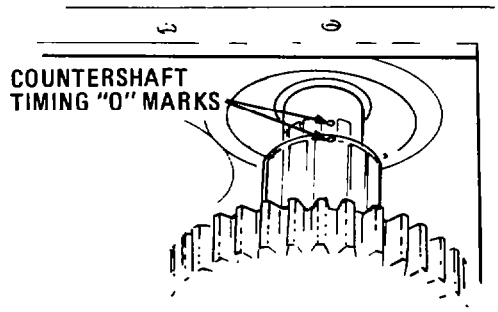

Fig. 205 — Aligning Timing "O" Marks
o. Align the timing "O" marks on the front and rear countershafts, then push the rear countershaft in until the rear bearing positioning snap ring seats against the case (see fig. 205).